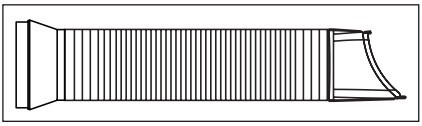

Afb. 3
1. Schuif een van de uiteinden van de slang uit (afb. 3).